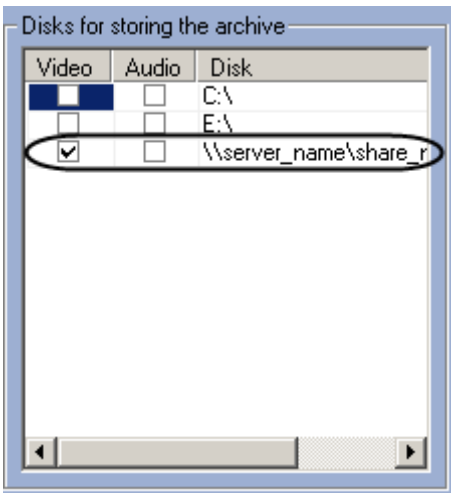

Figure 8.13-8 Entering the UNC path to a net disk
5.1 Go to the last line in the Disk list and click Down key (Figure 8.13-8).
5.2 Enter the path to a net file in the appeared line in Disk column (Figure 8.13-8). UNC path is set in format «\\server_name\share_name», where «server_name» is file server's name and «share_name» is net name of generalfolder.
5.3 Set the checkbox for created disk in Video column (Figure 8.13-8).